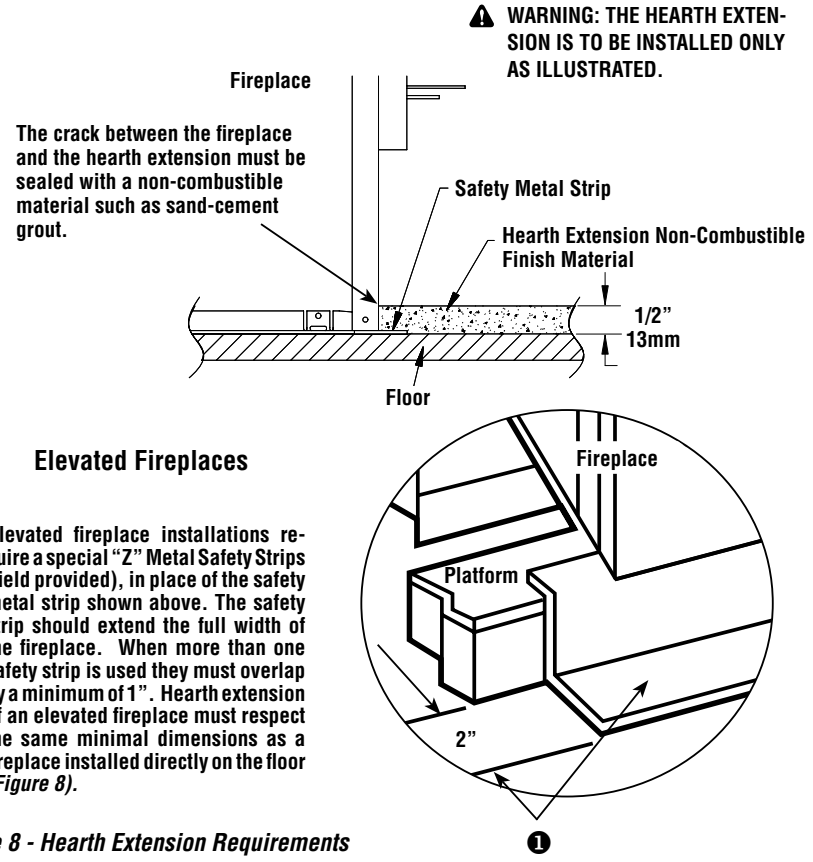

Figure 8 - Hearth Extension Requirements
The construction of the framing, facing, and mantel must be in accordance with the standards and the following illustrations (***Figures 8 and 9***):
C. Frame the fireplace with vertical studs at the sides of the fireplace running from floor to ceiling (see ***Figure 8***). If combustible facing is to be used, position the studs back, from the front edge of the fireplace (a space that is the thickness of the facing material, so that the facing can be installed flush with the fireplace facing). Frame headers between the vertical studs only as follows:
The fireplace may be installed directly on a combustible floor. The supplied safety metal strip must be positioned as follows: One half under the front of the fireplace and the other half must extend on the floor over which the hearth extension will be built (see ***Figure 8***).